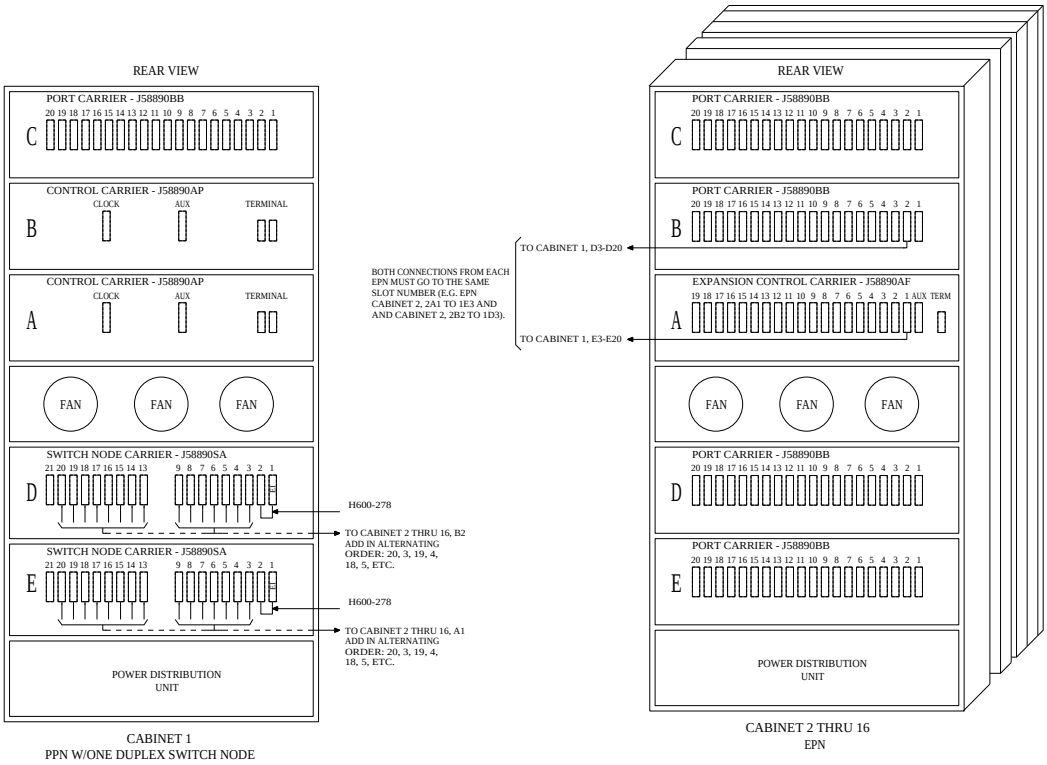

Figure 6-57. Fiber-Optic Connections through Center Stage Switch
1. Behind the PPN cabinet (see Figure 6-57):
2. Behind switch node carrier E of PPN cabinet 1 (see Figure 6-57):
4. Behind switch node carrier D of PPN cabinet 1 (see Figure 6-57):